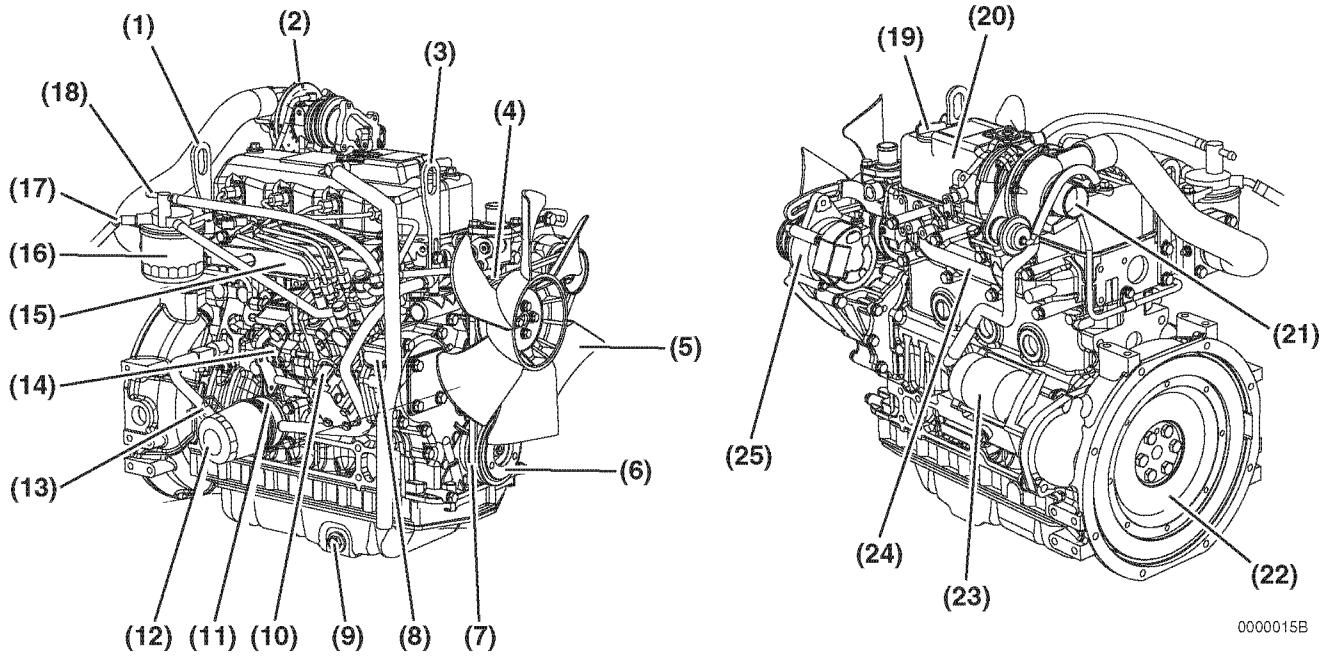

*Figure 2*
**Figure 2** shows where major direct injection engine components are located.